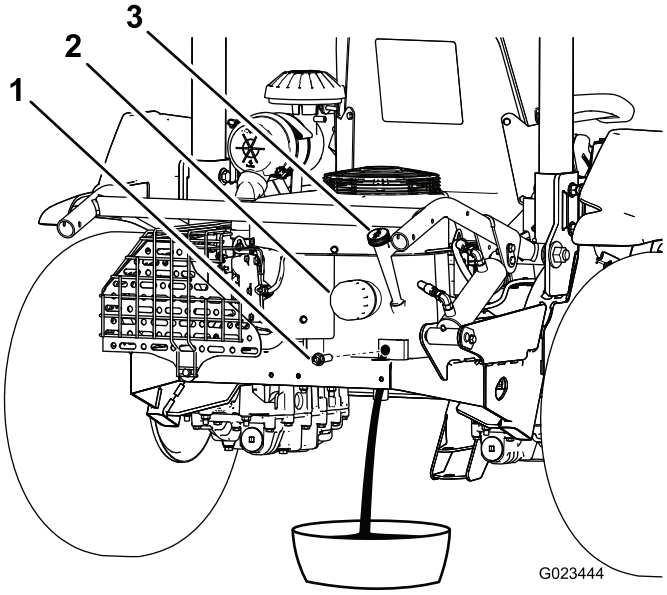

Figur 40
3. Fjern aftapningsproppen (Figur 40), og lad olien løbe ned i en passende beholder. Monter aftapningsproppen igen, når olien holder op med at løbe.